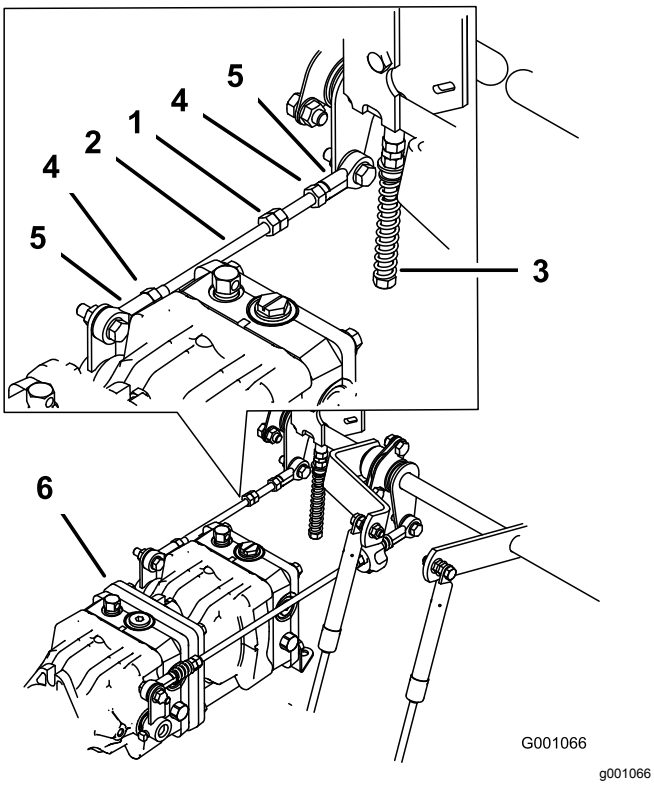

Figur 100
1. Løsne låsekontrollen ved kuleleddet på pumpens kontrollstang (Figur 100).
3. Juster lengden på pumpestangen ved å dreie dobbelmutrene på stangen i korrekt retning inntil hjulet ikke beveger seg eller kryper noe i revers (Figur 100).
6. Stram til låsemutrene ved kuleleddene (Figur 100).